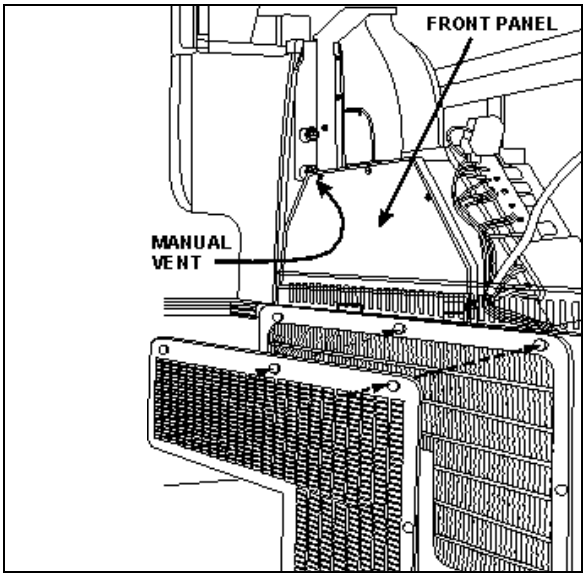
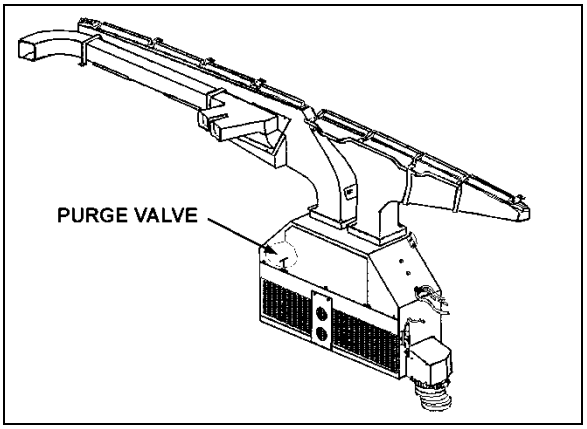
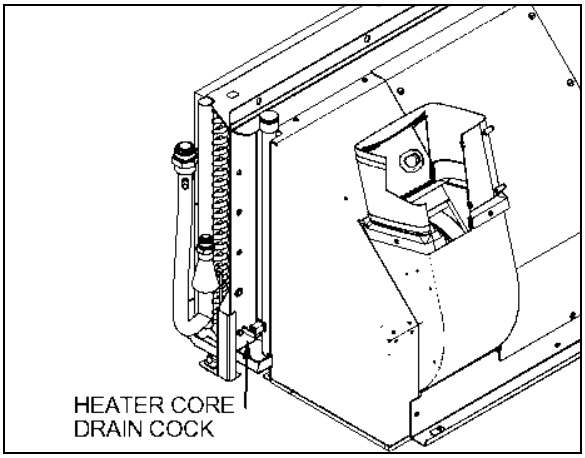

FIGURE 88: DRIVER'S HVAC/DEFROST UNIT
FIGURE 89: DRIVER UNIT AIR MIXING BOX 22171PV
FIGURE 94: HEATER CORE DRAIN COCK LOCATION
Fresh air is taken from behind the R.H. side headlights assembly (H3 series) or from a plenum underneath the front service compartment (X3 Series) and enters the mixing box through a ON/OFF damper. Return air is taken through the right console into the mixing box (Figure 89). Mixed air goes through cooling and heating coils, fans and discharge ducts.
4. From inside of vehicle, remove the two finishing panels in front of unit. Remove the three screws fixing the unit front panel. Open the purge valve located inside the driver unit (Figure 89). If present, open the manual vent located inside the HVAC unit, on the driver's side (Figure 88) to ensure an efficient draining.
4. Open drain cock in bottom of heater core (Figure 94) you can unfasten a hose connection on top of heater core in order to allow air to enter while draining. The main heater core drain cock is located in the evaporator compartment. To access the valve, open baggage compartment door located in front of the evaporator compartment (L.H. side). Open the evaporator compartment access panel.
Whenever the heating system has been drained and refilled, or the system has run low on coolant and coolant has been added, it is necessary to bleed air from heating system. Locate the purge valve illustrated in Figure 89 & Figure 94, and open them momentarily until no air escapes from the lines. If present, open the manual vent located inside the HVAC unit, on the driver's side (Figure 88).